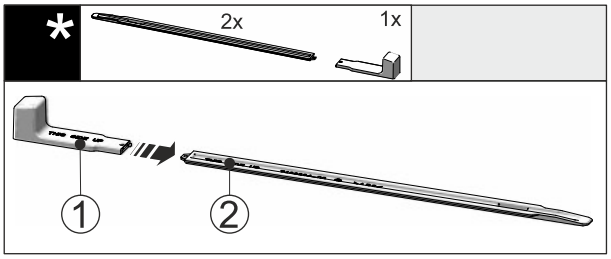

Fig. 45
▶ Attach the installation handle *Fig. 45 (1)* to the levelling rail *Fig. 45 (2)*.